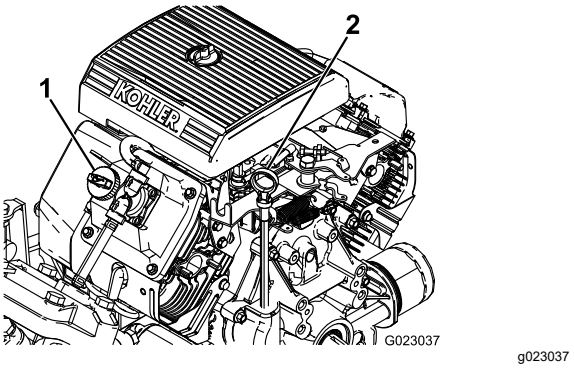

Figur 43
2. Ta ut oljestickan och torka av den med en ren trasa (Figur 43). Sätt i oljestickan i röret och se till att den sitter som den ska. Ta ur oljestickan och kontrollera oljenivån.
3. Om oljenivån är låg tar du bort påfyllningslocket från ventilkåpan (Figur 43) och fyller på med olja i öppningen tills nivån når upp till markeringen Full på oljestickan. Fyll sakta på oljan och kontrollera nivån med jämna mellanrum under tiden. Fyll inte på för mycket.
8. Häll sakta i cirka 80 % av angiven mängd olja i påfyllningsröret (Figur 43).